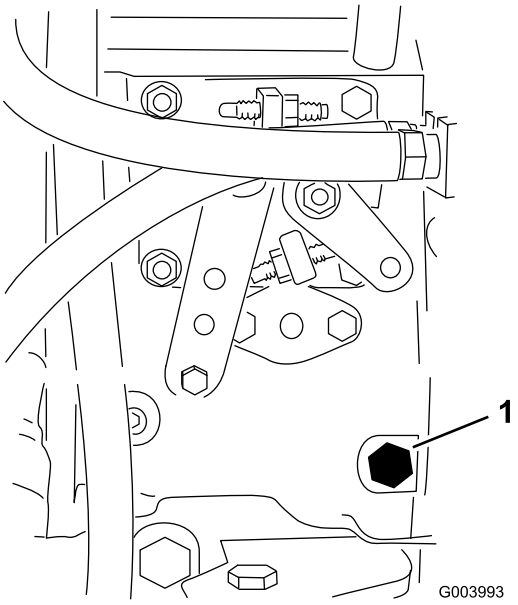

Figur 39
3. Öppna avluftarskruven på insprutningspumpen (Figur 39) med en 12 mm nyckel.